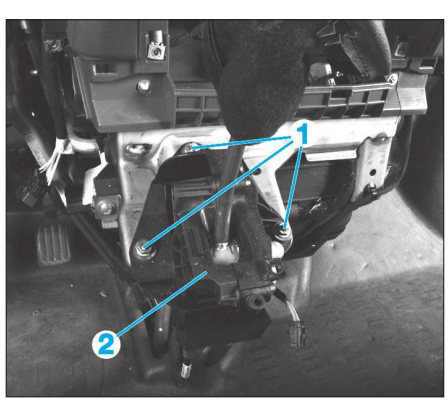

**Fig. 26**
• Déposer les vis (1) du support de levier (2) de boîte de vitesses **(Fig.26)**